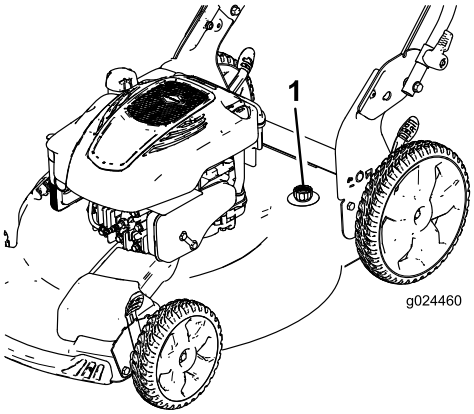

Rysunek 28
4. Podłącz wąż ogrodowy z wodą do złącza czyszczenia (Rysunek 28).